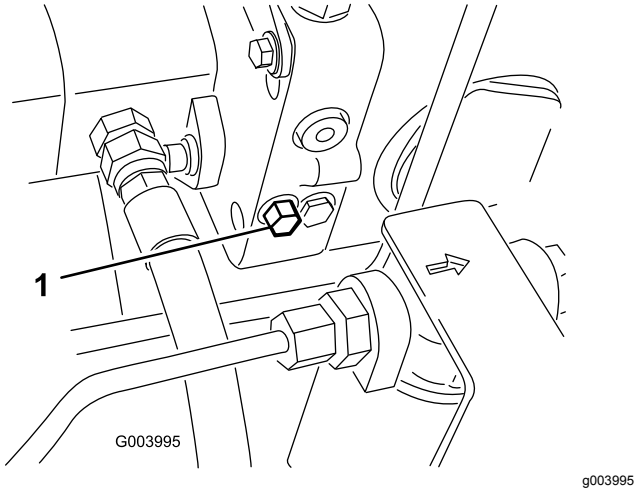

Figuur 71
1. Draai de bout van de omloopklep 1½ slag om deze te openen en de olie inwendig om te laten leiden (Figuur 71).